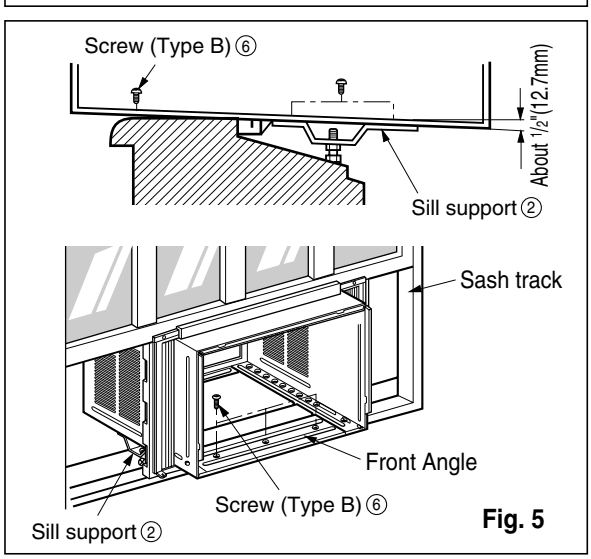

Fig. 5
6. The cabinet should be installed with a very **slight tilt (about ½"(12.7mm)) downward** toward the outside (See Fig. 5).